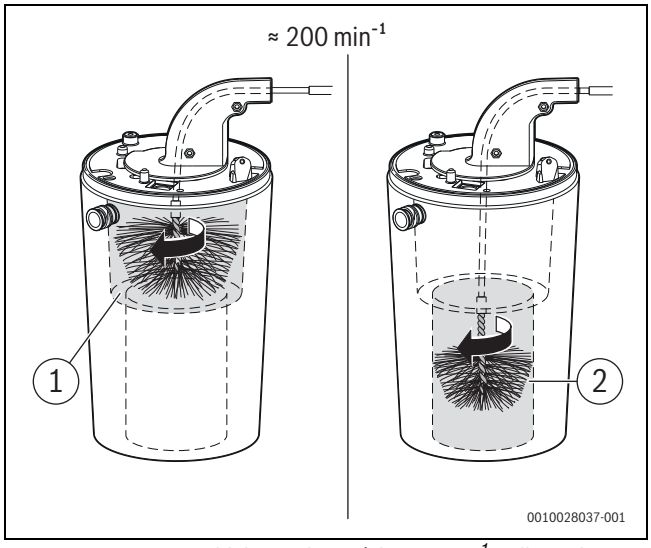

Rys. 167 Czyszczenie bloku cieplnego (ok. 200 min^{-1}, tylko ruch w prawo)
- Powtórzyć mniejszą szczotką do dolnego obszaru (→ rys. 167, [2]).